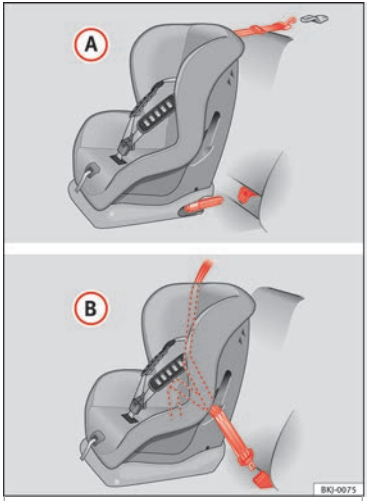

Fig. 25 On the rear seats: Possible installations for the child seat.
Figure ››› **Fig. 25** (A) shows the basic child restraint system mounting using lower retaining rings and the upper retaining strap. Figure ››› **Fig. 25** (B) shows the child restraint system mounting using the vehicle seat belt.